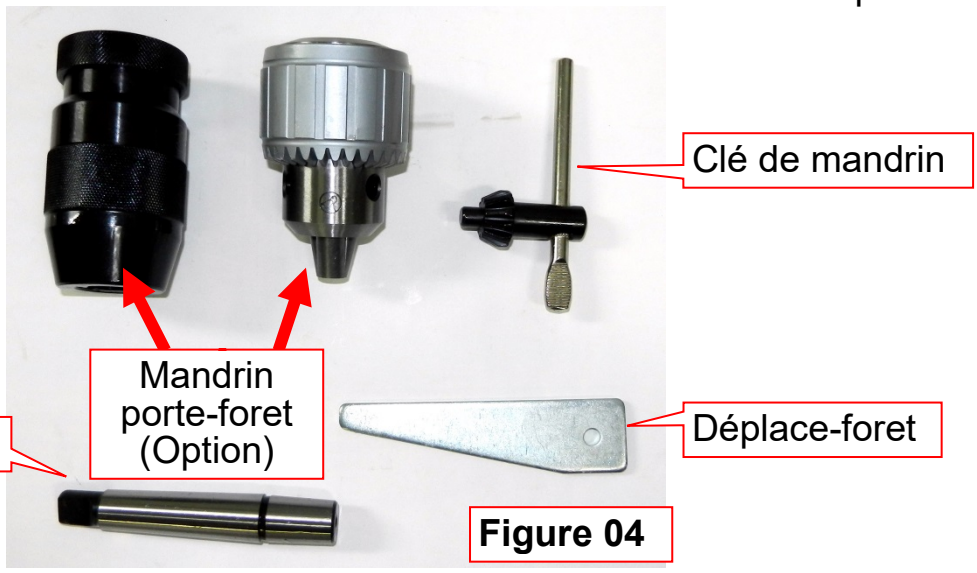

Figure 04
3. Le mandrin porte-foret de la perceuse se fixe à la broche au moyen de larbre comme le montre la **(Figure 04)**. Lorsquils sont correctement joints, les cônes correspondants sur larbre et lintérieur du mandrin forment un bloc semi-permanent.